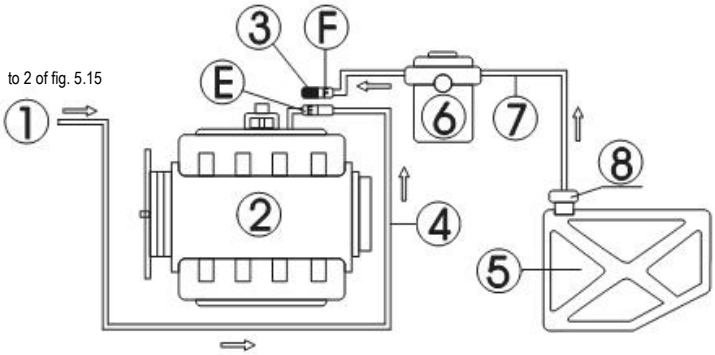

Figure 5.18 Line Connection 2
1) Disconnect the fuel supply hoses (E, F) of the engine fuel system (when disconnecting the fuel line connectors, cover them with towels), and then choose a suitable connector, connect it to the E end and reconnect the fuel outlet hose of the device. Hang the fuel return hose. See Figure 5.18.
2) Block the other end of the disconnected end (F) with a stopper (for fuel pump with fuel return function only) or remove the fuse of fuel pump or disconnect the power cable of engine fuel pump.